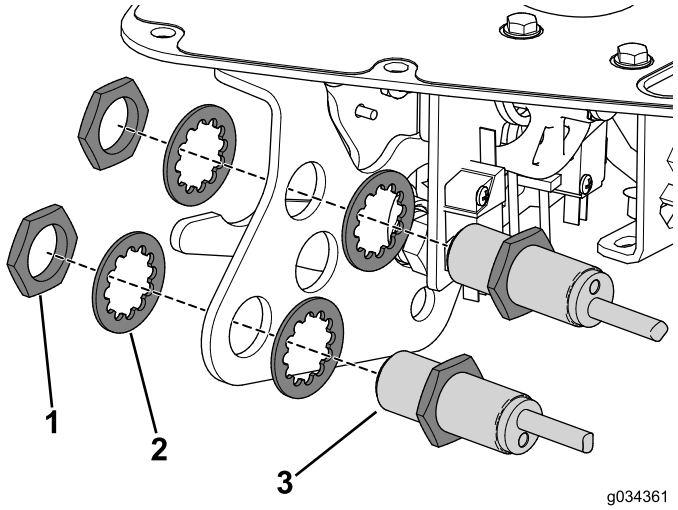

Figure 7
5. Retirez les écrous qui fixent les capteurs de proximité au support du levier de commande de fonction (Figure 7).